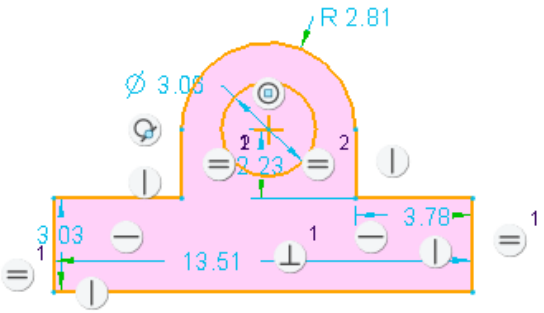

Figure 3-46 *Sketch after drawing the arc and the circle*
7. Click on the arc; a rubber-band circle appears. Size the circle by moving the cursor and click to complete it. The sketch after drawing the circle is shown in Figure 3-46.